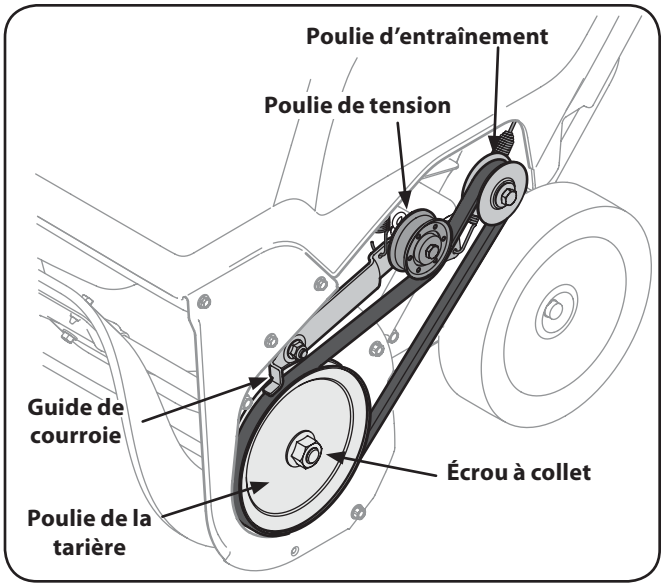

Figure 7-3
Pour remplacer la courroie, suivez les instructions ci-dessous et consultez la Fig. 7-3.
1. Faites passer la courroie sur la poulie d'entraînement et sous la poulie de tension. Voir la Fig. 7-3.